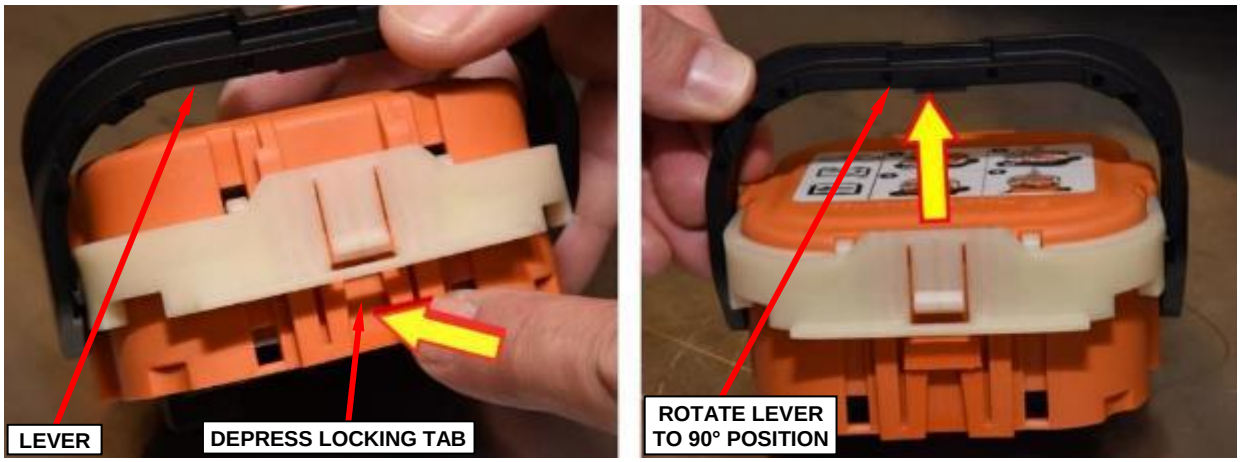

Figure 7 – High-Voltage Manual Service Disconnect Second Stage Latch Release
10. Depress the locking tab and continue to rotate the lever to the end of travel, 90° position (Figure 7).